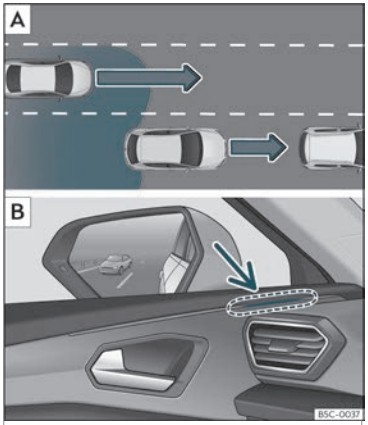

Abb. 162 Schematische Darstellung: [A] Überholvorgang mit Verkehr im hinteren Bereich. [B] Anzeige des Spurwechselassistenten an der Kontrollleuchte links. »
In nachfolgenden Situation wird die Anzeige in der Kontrollleuchte››› **Abb. 162** B (Pfeil) oder››› **Abb. 163** B (Pfeil) dargestellt:
- Bei einer Überholung durch ein anderes Fahrzeug››› **Abb. 162** A.